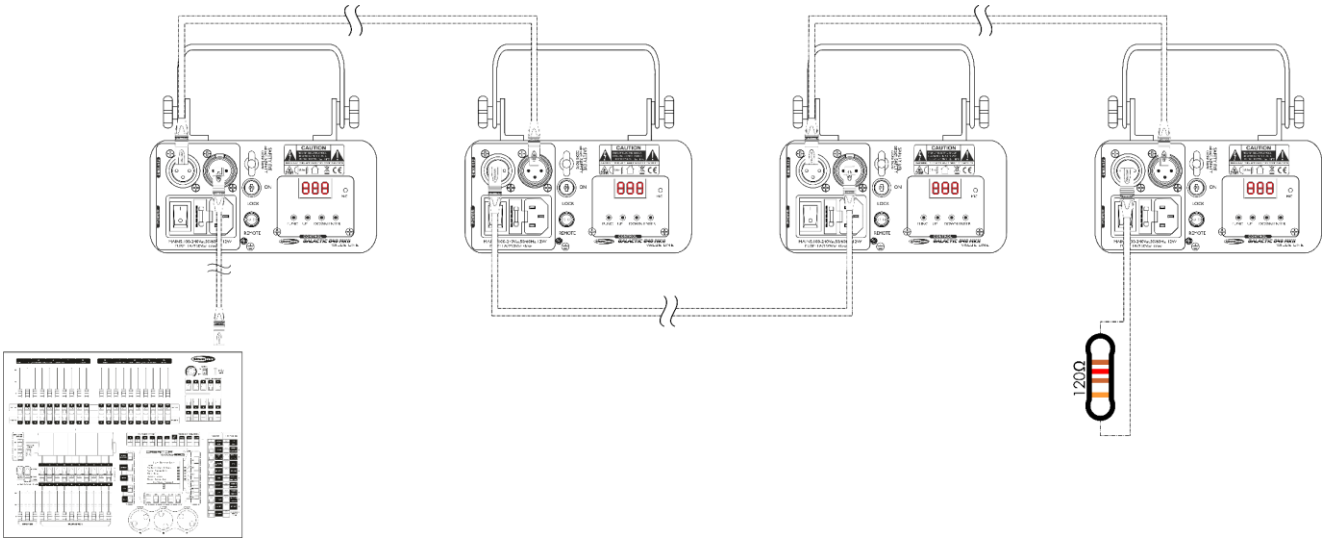

Fig. 04
05) Collegare le unità come indicato nella Fig. 04. Collegare un cavo di segnale DMX dall'uscita "out" del primo dispositivo DMX alla presa "in" della seconda unità. Ripetere questo processo fino a collegare la seconda, la terza e la quarta unità.